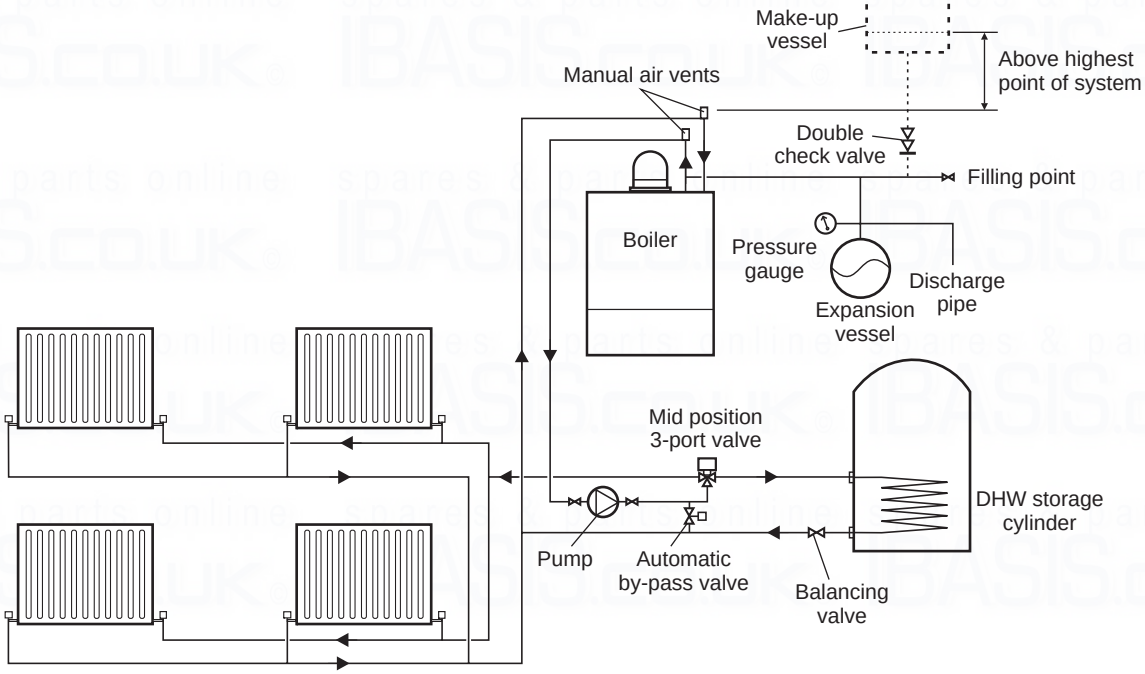
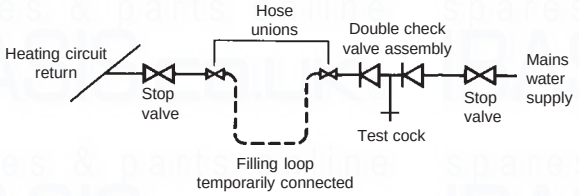
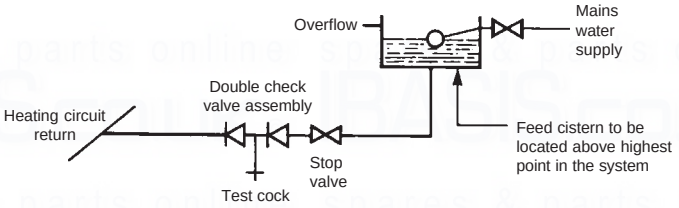

Fig. 5a - Sealed system with Y-Plan
Fig. 6
Fig. 7
3.9 FILLING THE SEALED CENTRAL HEATING SYSTEM - Figs. 6, 7
Provision should be made to replace water lost from the system. This can be by manual or automatic means, as shown in Figs. 6 and 7. The position for connecting an automatic make-up vessel is indicated in Fig. 5a. A double check valve assembly must be used, as shown in Fig. 7.
Filling of the system must be carried out in a manner approved by the local Water Undertaking. Where allowed, the system may be filled via a temporary connection as shown in Fig. 6. After filling, always disconnect the flexible hose of the filling loop.